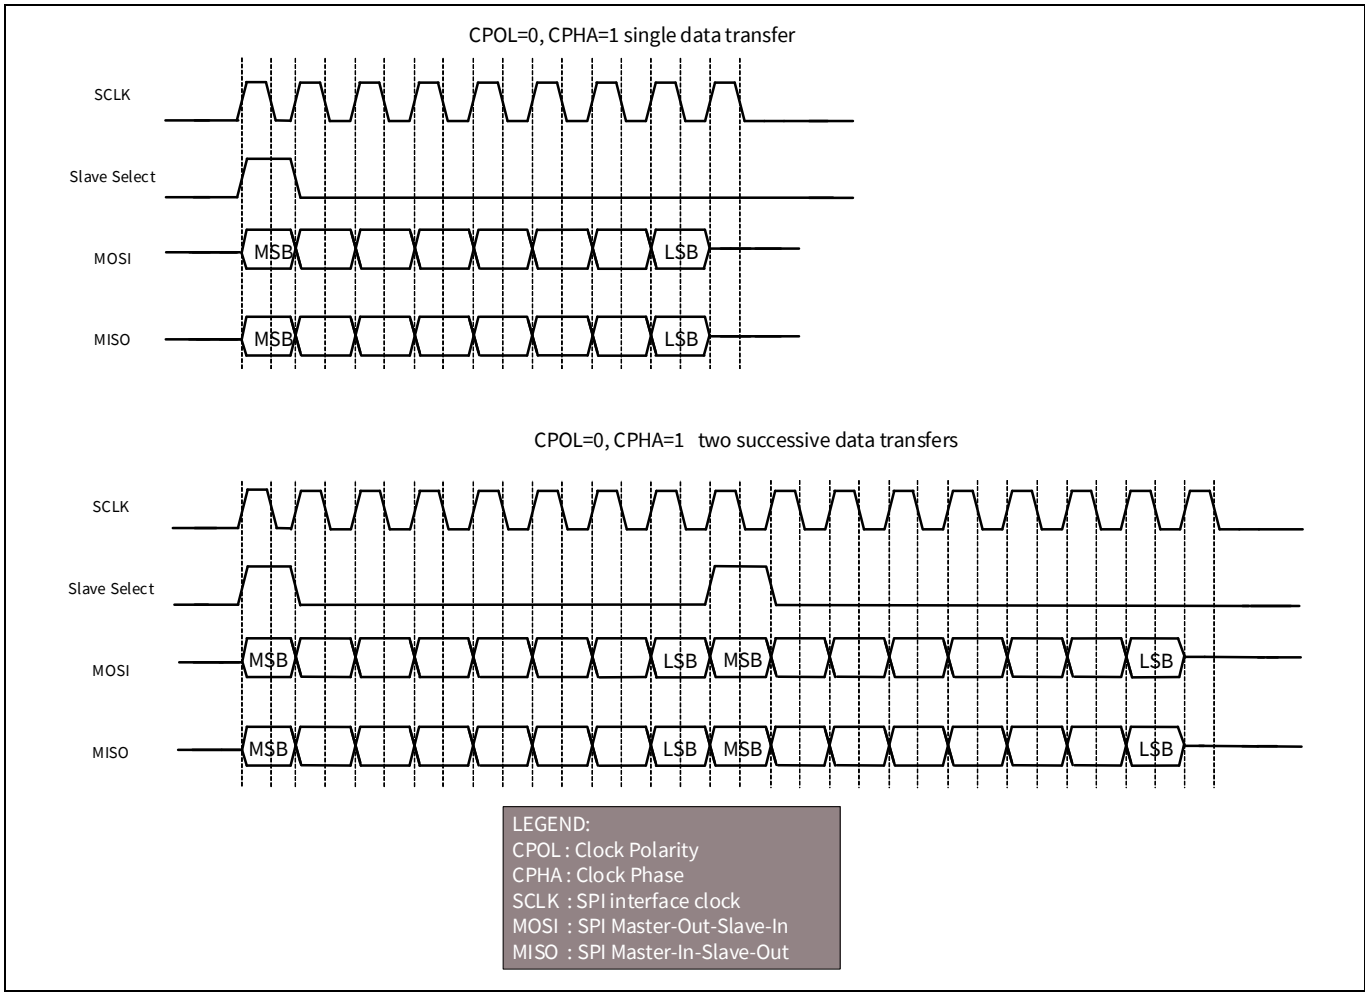

**Figure 18-5. SPI TI data transfer example**
**Figure 18-5** illustrates a single 8-bit data transfer and two successive 8-bit data transfers. The SELECT pulse coincides with the first data bit of a frame.